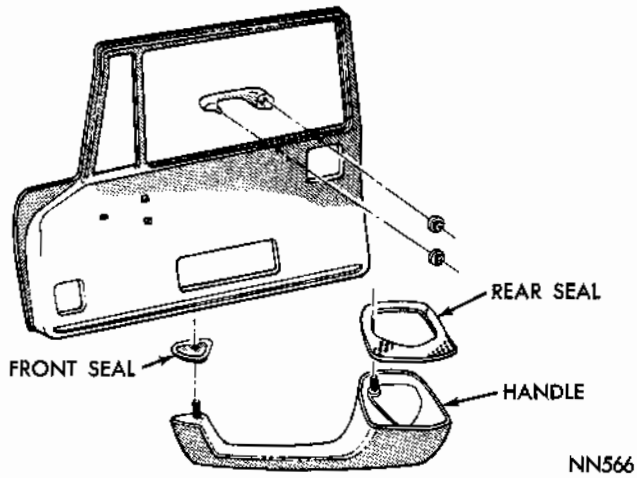

Fig. 16 - Front Door Handle
(1) With door glass in up position, remove door handle attaching nuts from mounting studs (Fig. 16) and link from handle to lock.
(2) Lift handle up and remove from door.